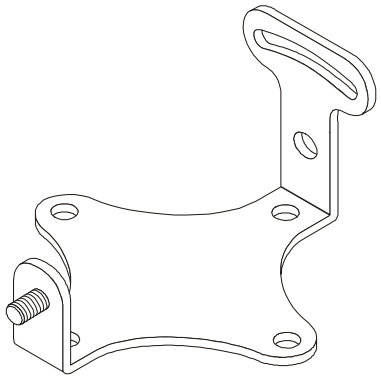

Figure B-1. Mounting Plate
- One mounting plate (see *Figure B-1*)